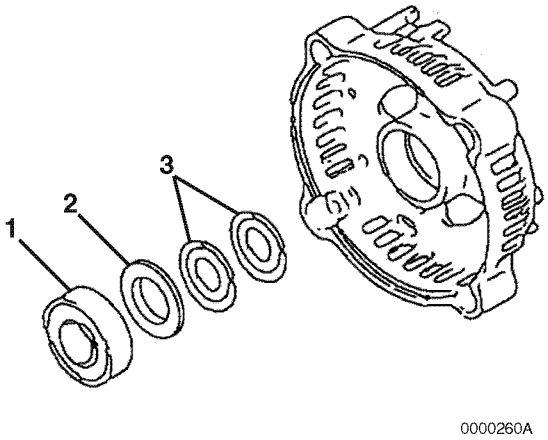

Figure 12-12
1. If removed, reinstall the two trust washers **(Figure 12-12, (3))** and bearing cover **(Figure 12-12, (2))** in the rear frame housing. Lubricate the outside diameter of a new bearing **(Figure 12-12, (1))**. Press the bearing into the rear frame housing.